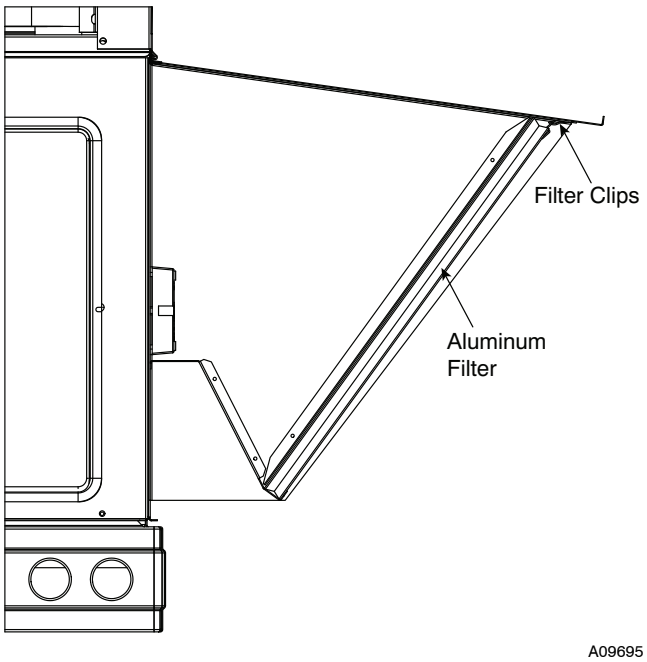

Fig. 33 - Filter Installation (See Through View)
11. Open the filter clips on the inside of the hood top. Insert the aluminum filter into the hood and close the clips to hold in place. See Fig. 33.